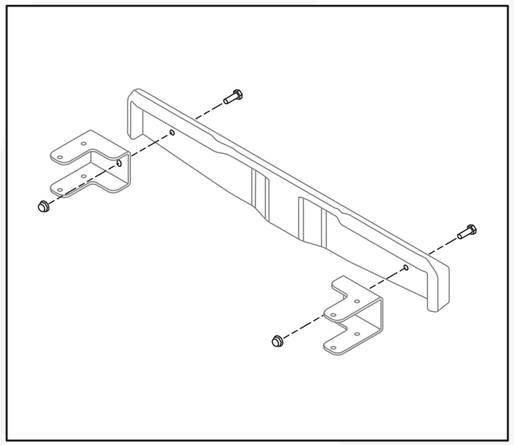

Fig. 14
1.Fije los soportes de montaje al contrapeso con tornillos (M10 x 30) y tuercas (M10). (Fig. 14)